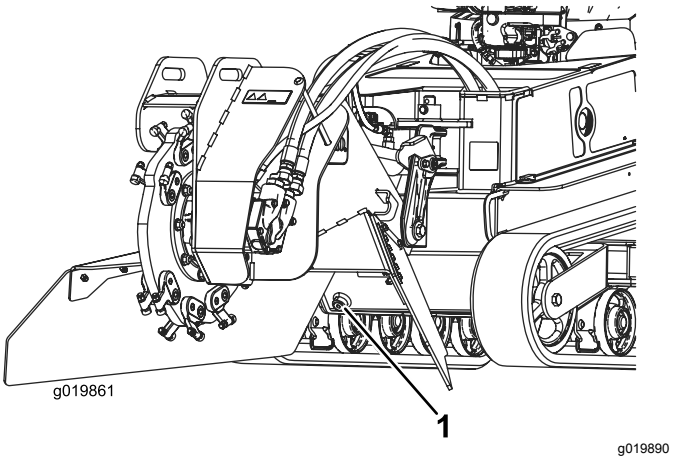

Figuur 62
7. Verwijder de aftapplug van de hydraulische tank zodat de olie in de opvangbak kan lopen (Figuur 62).